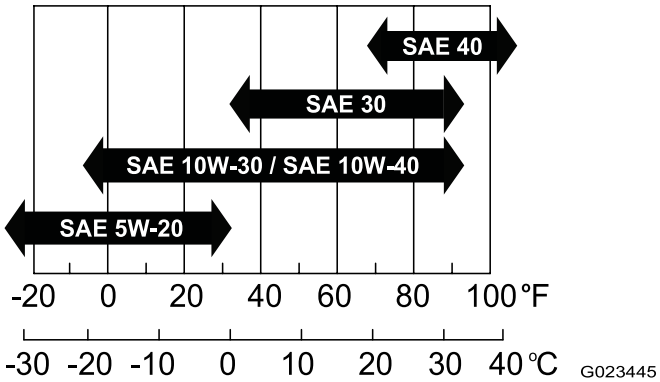

Figuur 14
- **Viscositeit:** SAE 30; raadpleeg de volgende tabel voor andere viscositeitsgraden (Figuur 14):